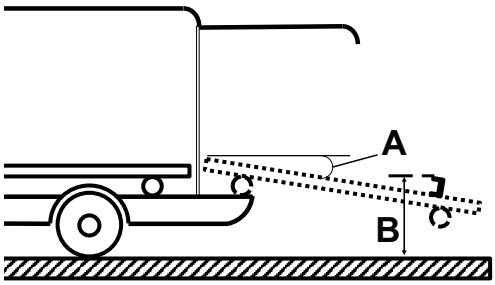

Afbeelding 14 – Specificaties voor opvangplaat en laadbak
- Hoek (A) van de laadbak is niet groter dan 16° (Afbeelding 14)
- Hoogte (B) tussen de bovenkant van de opvangplaat en de grond is tussen 28,0" (71,1 cm) en 29,4" (74,7 cm) (Afbeelding 14)